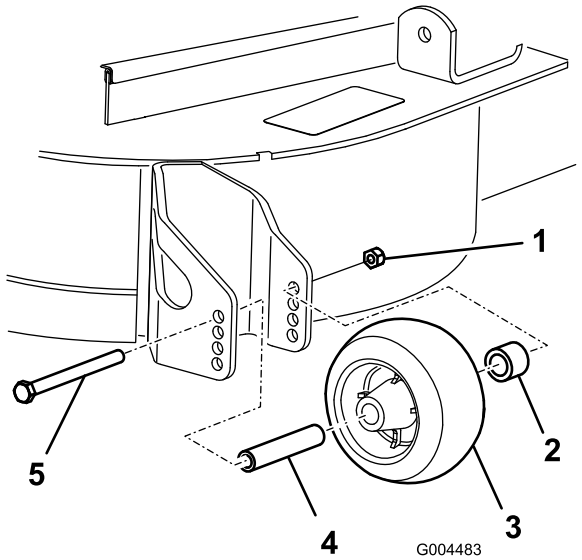

Figuur 23
3. Nadat u de maaihoogte hebt ingesteld, moet u de flensmoer, de lagerbus, het afstandsstuk en de bout verwijderen om de rollen in te stellen (Figuur 23).
5. Monteer de flensmoer, de lagerbus, het afstandsstuk en de bout. Zet alles vast met een torsie van 54-61 Nm (Figuur 23).